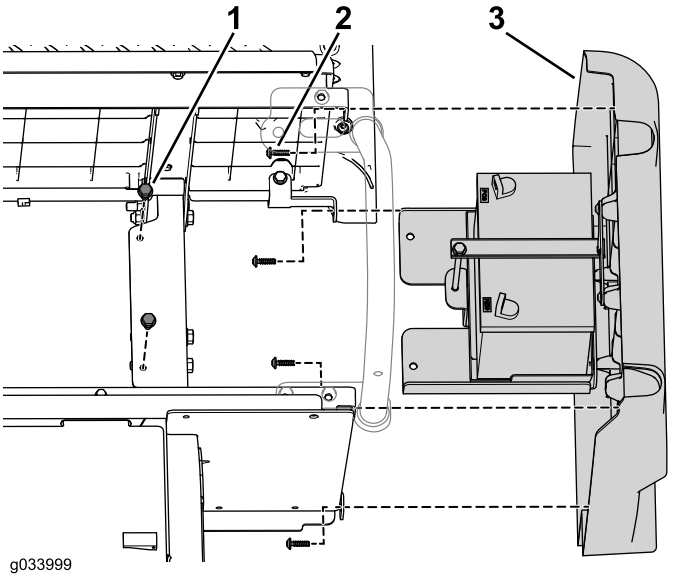

Figure 45
3. Use the hardware you removed earlier to install the original right panel assembly to the rear seat-base panels (Figure 45).